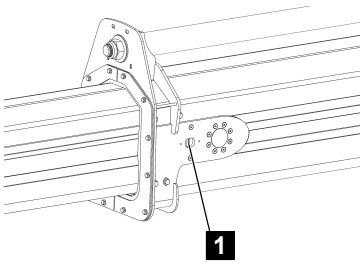

Fig. 207
12. Telescope the lower boom out all the way. While the lower boom is extended and retracted, the wire ropes on the profiles can be greased with wire rope spray through the openings (Fig.207/1) on the profiles and checked. (See information on the wire rope check below.)